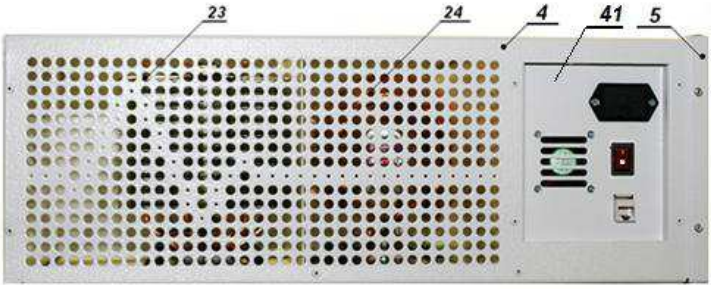
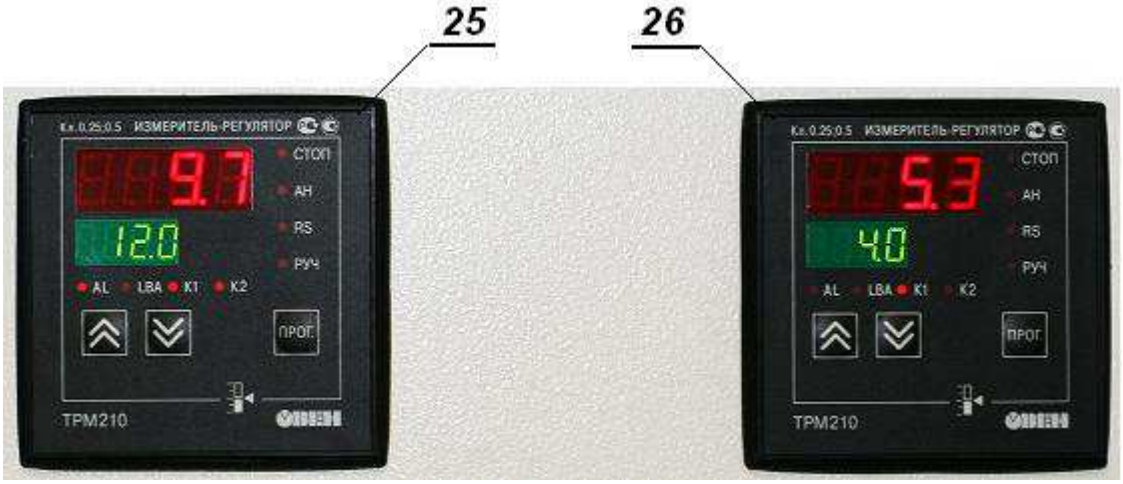

Рис.6. Перфорированная левая стенка электронного блока.
Рис.7. Внешний вид передней панели блока управления.
4.6 На верхней плите сейфа установлен электронный блок изделия (4), который включает в себя блок управления (5), панель (40) управления электропитанием изделия и правым термостатом, а также панель .
В перфорированном объеме (рис.6) электронного блока (4) слева и справа размещены радиаторы кулеров (23) и (24) с принудительной вентиляцией элементов исполнительных устройств двух термостатов, помимо этого там размещены жгуты и платы коммутации;
4.7 На передней панели блока управления (5, рис.6) размещены два измерителя-регулятора ТРМ210 (25 и 26), для левого и правого термостата соответственно. Эти приборы, по определенному сценарию, автоматически поддерживают тепловой режим в левой и правой рабочей камере, индицируют значение их уставок (зеленый индикатор) и величины измеренной температуры хранения (красный, верхний индикатор). Помимо этого в блоке управления установлены платы, блоки питания и жгуты коммутации изделия. Внешний вид лицевой панели изображен на рис.7.
4.7.1 На лицевой панели измерителя-регулятора ТРМ 210 (рис.7) размещены следующие органы управления и индикации: